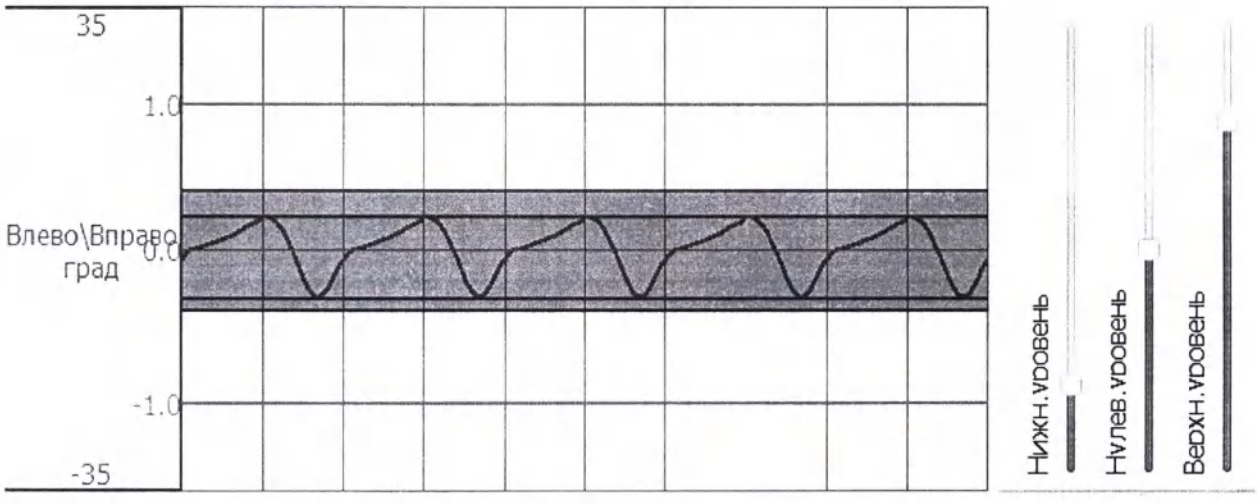

*Рис. 4.11. Рабочий диапазон сигнала в процентах от максимального (горизонтальными линиями показаны текущие границы изменений значений сигнала)*
**При выходе сигнала за пределы рабочего диапазона (в процентах от максимального коридора значений) через время, заданное в поле «Период изменения», коридор будет автоматически расширятся на величину, заданную в поле «Шаг изменения», тем самым облегчая задачу нахождения в заданном рабочем диапазоне. Если, наоборот, сигнал не выходит за пределы рабочего диапазона, коридор автоматически сужается, усложняя задачу нахождения в заданном рабочем диапазоне (см. Рис. 4.11).**